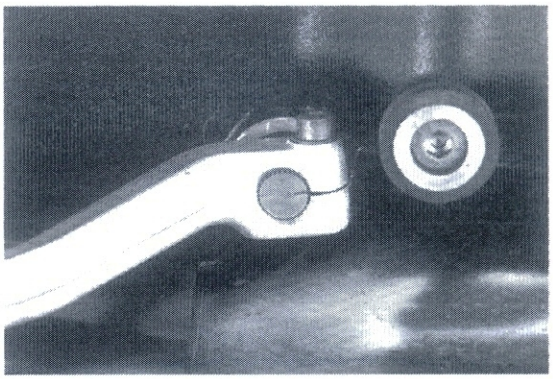

Bild 166
- Falls Schaltpedal demontiert, neues Pedal so anbringen, dass Schlitzmitte auf Markierung an Schaltwelle weist (Bild 166; Anzugsmoment der Klemmschraube 8,5 Nm).